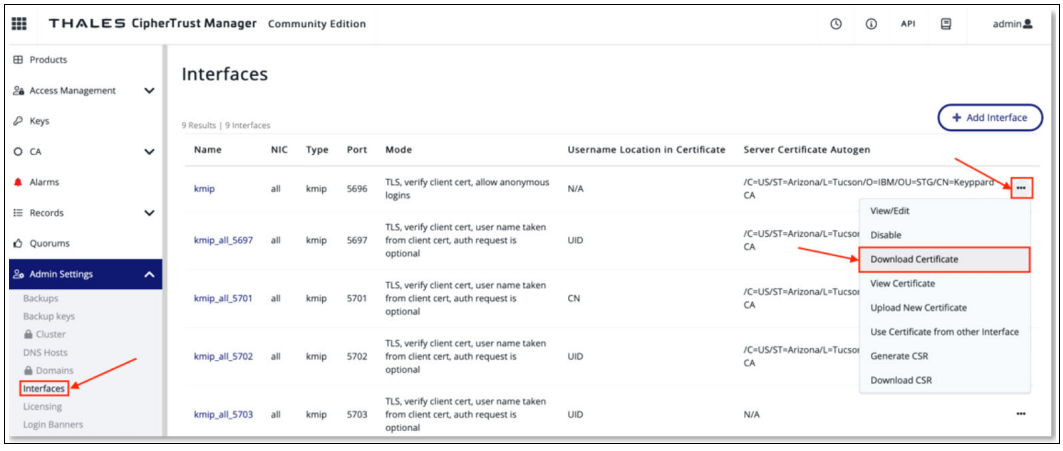

Figure J-23 Interfaces panel
b. Click **Download Certificate** as shown in Figure J-23.